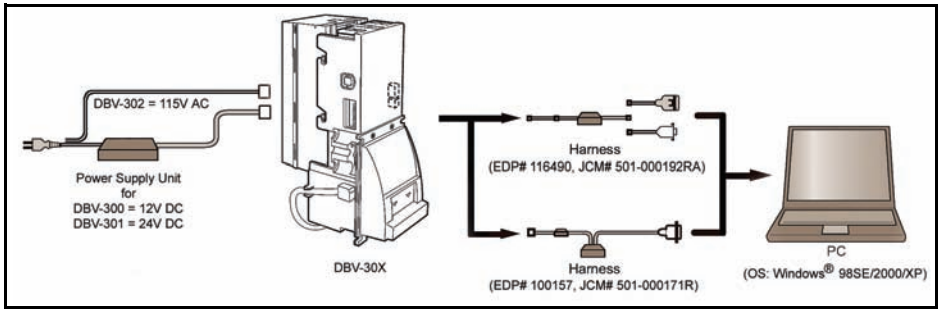

Figure 5 DBV-30X Windows Based PC Firmware Flashing Set-Up
7. Setting up the equipment involves providing a suitable power source for the DBV, establishing a serial connection between the DBV and the PC, and setting the DBV DIP Switches for operation in 'Download Mode'. Setup the DBV-30X Bill Validator as shown in Figure 5.
8. Verify that a suitable power source is connected to the DBV as depicted in Figure 5. The power source should be OFF at this time.
9. Verify that a serial connection has been made between the DBV and the PC (as depicted in Figure 5) using either JCM Serial cable Part No.501-000192RA or Part No. 501-000171R.